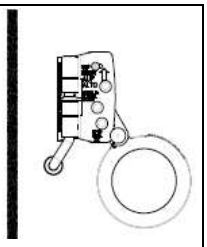

Figure 5
f. Attach the Rope Grab (D) to the Vertical Lifeline (B).
i. Ensure the rope grab is in the "UP" position as indicated on the product. The "UP" end of the rope grab must be oriented towards the anchorage. (See Figure 5)